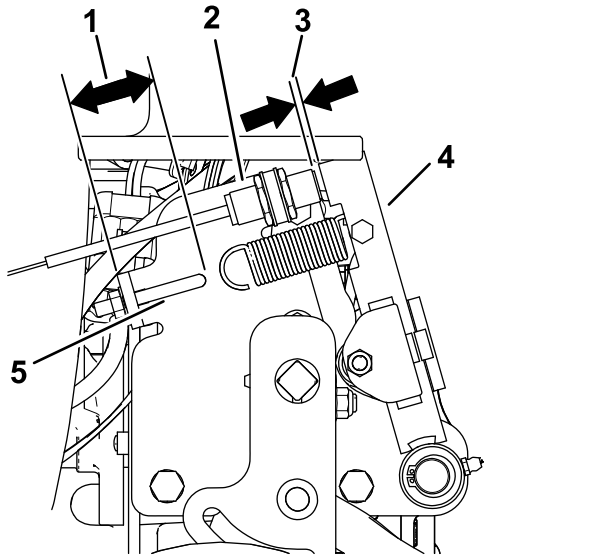

Figura 7
1. Ajuste la tensión de los muelles según se muestra en Figura 7.
2. Ajuste el interruptor de punto muerto según se indica en Figura 7.